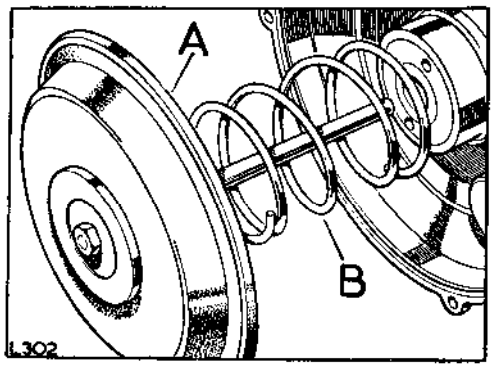

**Fig. H1-119. Power diaphragm**
9. Place the spring for the power diaphragm in position in the vacuum chamber, and insert the power diaphragm, locating the push rod into its housing. See Fig. H1-119.